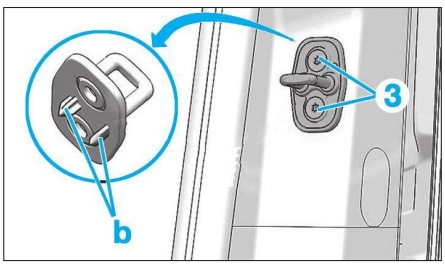
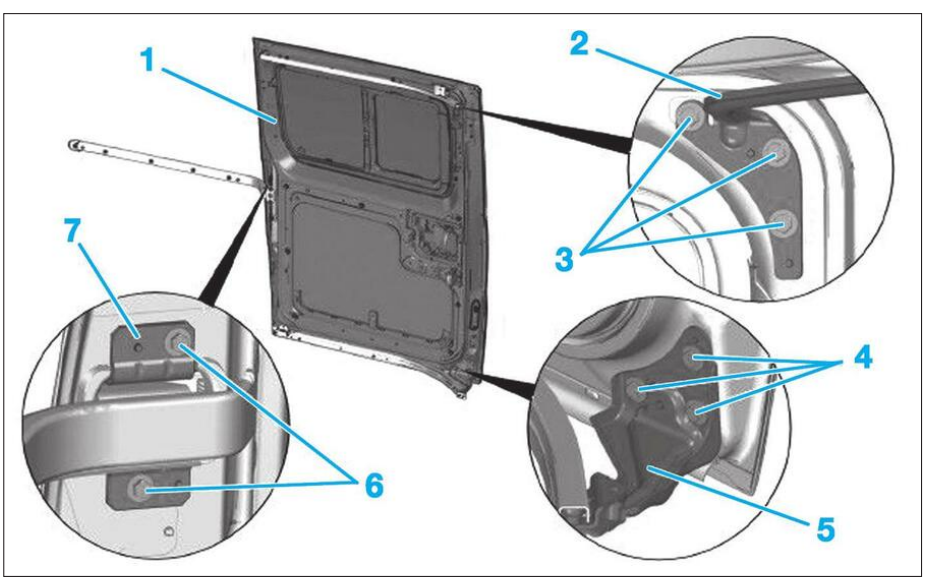
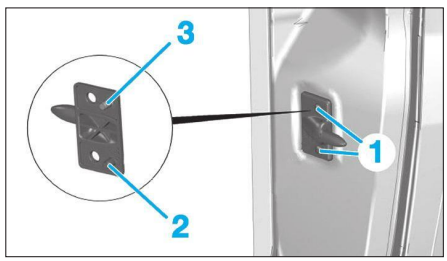

**Fig. 91**
**Fig. 92**
**Fig. 98**
• Déposer les vis (3) de la gâche de porte avant.
• Serrer la gâche et remonter l'aile **(Fig.91)**.
• Ouvrir la porte latérale coulissante (1).
- les vis de fixation (3) du chariot supérieur (2) **(Fig.92)**.
- les vis de fixation (4) du chariot inférieur (5).
- les vis de fixation (6) du chariot central (7)
• Desserrer les vis (3) de 1/4 tours **(Fig.92)**.
• Positionner le chariot supérieur (2) pour régler le jeu de la porte latérale coulissante.
• Serrer les vis (3) au couple de serrage prescrit.
• Desserrer les vis (4) de 1/4 tours **(Fig.92)**.
• Positionner le chariot inférieur (5) pour régler le jeu de la porte latérale coulissante
• Serrer les vis (4) au couple de serrage prescrit.
• Desserrer les vis (6) de 1/4 tours **(Fig.92)**.
• Positionner le chariot inférieur (7) pour régler le jeu de la porte latérale coulissante
• Serrer les vis (6) au couple de serrage prescrit.
• Déposer la vis (3) et dégager la gâche **(Fig.91)**.
• Reposer les vis (3) sans les serrer.
• Déposer la vis (1) et déposer le guide (2) **(Fig.98)**.
• Meuler les points d'indexage (3).